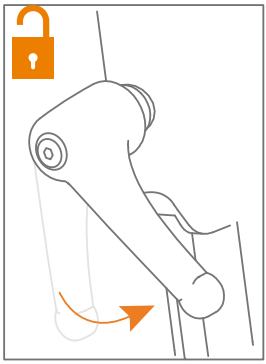
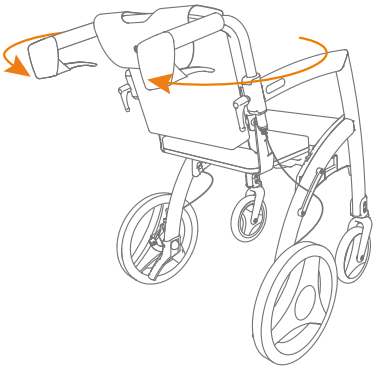
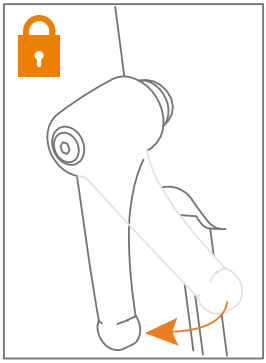

Figuur 36: Verstelgreep losdraaien.
Figuur 37: Handgrepen omdraaien.
Figuur 38: Verstelgreep vastdraaien.
d. Draai de verstelgrepen van de handgrepen tegen de klok in los **(Figuur 36)** en draai de handgrepen om, totdat ze recht naar achteren wijzen **(Figuur 37)**. Stel de juiste hoogte in voor de duwer en draai de verstelgrepen met de klok mee weer vast **(Figuur 38)**. Zie ook **Hoogte afstellen voor de juiste houding.**